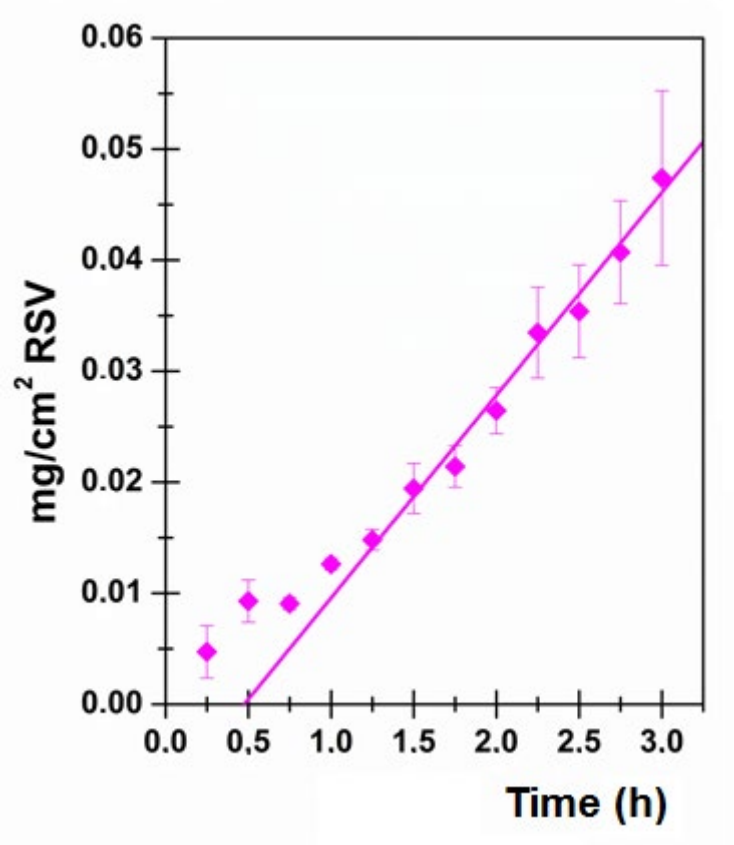

Figure S4. RSV permeation profile in presence of Transcutol® as CPE (RSV:T=5:1): amount of RSV permeated per unit area as a function of incubation time.
- **Figure S4:** RSV permeation profile in presence of Transcutol® as CPE (RSV:T=5:1): amount of RSV permeated per unit area as a function of incubation time